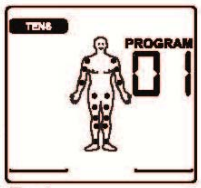

Fig. 1
• Press the **MENU** button to activate the TENS program (Fig. 1, example of a TENS display) and press the **ENTER** button to confirm your selection.
• Select the desired impulse frequency using the **UP/DOWN** buttons and press the **ENTER** button to confirm (Fig. 1, example shows an impulse frequency of 100 Hz).
• Select the desired impulse width using the **UP/DOWN** buttons and press the **ENTER** button (Fig. 1, example shows an impulse width of 200 µs) to confirm.